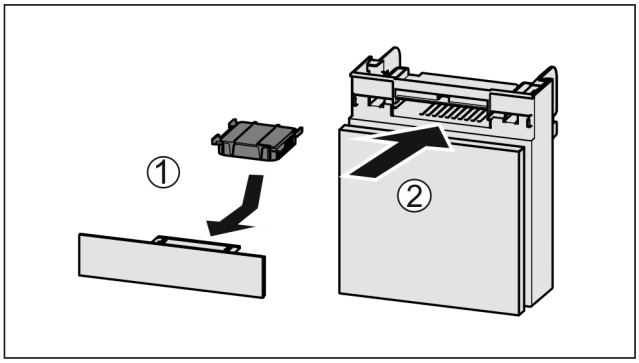

Fig. 124
▶ Introduceți *Fig. 124 (1)* filtrul de cărbune activ după cum se vede în figură.
▶ Împingeți *Fig. 124 (2)* compartimentul în interior.